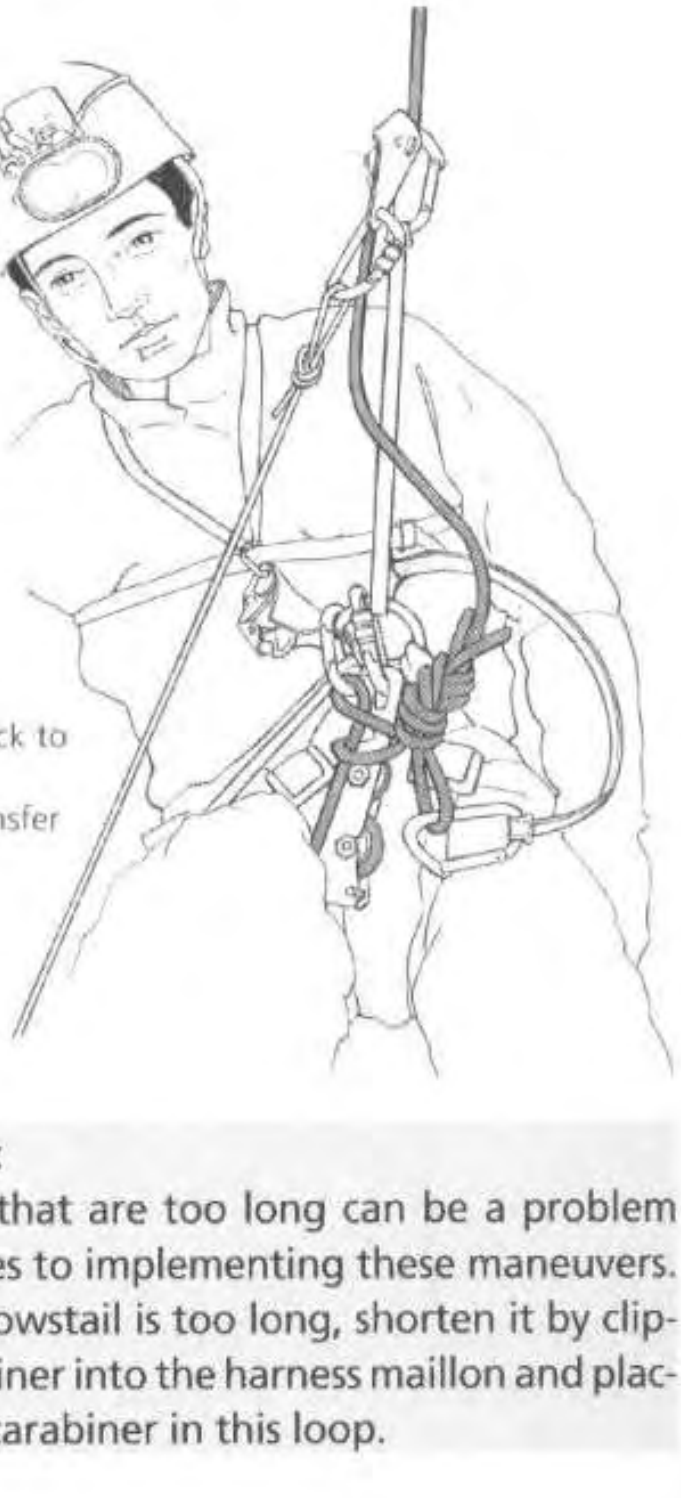

Fig. 198 – Sit back to load the short cowstail and transfer the descender.
6. The descender should now be slack; remove it from the rope and reinstall it below and as close as possible to the knot (again, locking off is optional; fig. 198).